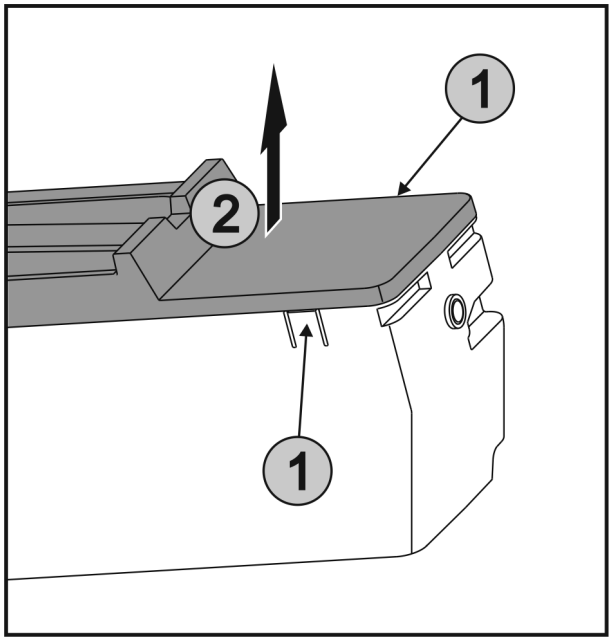

Fig. 38
▶ Laschen *Fig. 38 (1)* an den beiden Seiten von EasyTwist-Ice gleichzeitig drücken und die Abdeckung *Fig. 38 (2)* nach oben entnehmen.